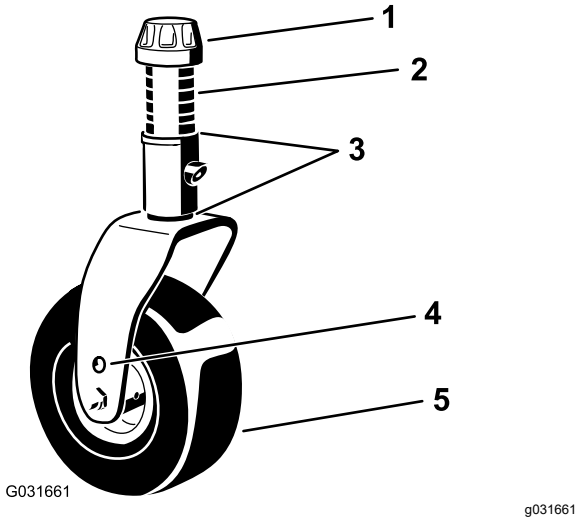

Figura 19
4. Usando la llave suministrada, afloje el casquillo tensor, retírelo del eje de la rueda giratoria, y retire el eje del brazo de la rueda giratoria (Figura 19).
7. Coloque los suplementos (igual que en la instalación original) y los demás espaciadores en el eje (Figura 19).
8. Instale el casquillo tensor y apriételo con la llave suministrada para sujetar el conjunto (Figura 19).